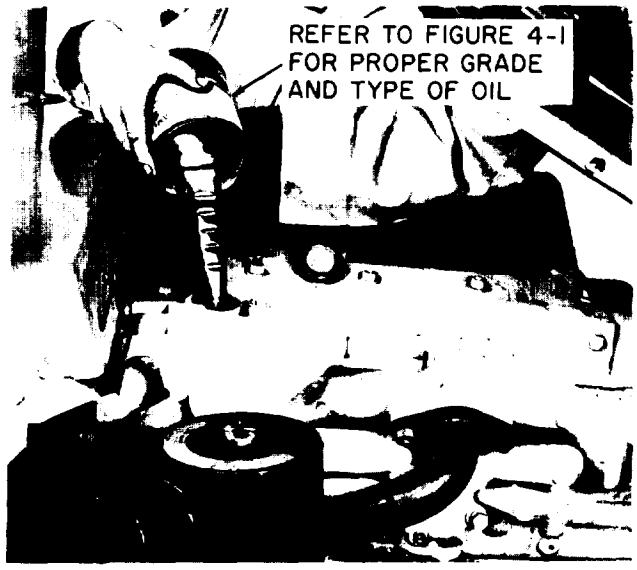

Figure 4-6. Crankcase Fill Procedure
f. Refill crankcase as shown in figure 4-6. Use 4-1/2 quarts of oil of the proper grade and weight.